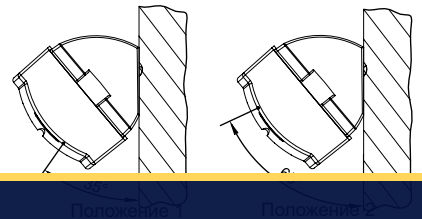

Рисунок 2
Крышка с установленной платой устанавливается на основание корпуса и фиксируется с помощью двух защелок (16). Конструкция имеет возможность двух позиционной установки крышки на основание, что обеспечивает дискретное изменение направления оси микрофона относительно поверхности крепления 35° или 65° (рис.2, Таблица 3).